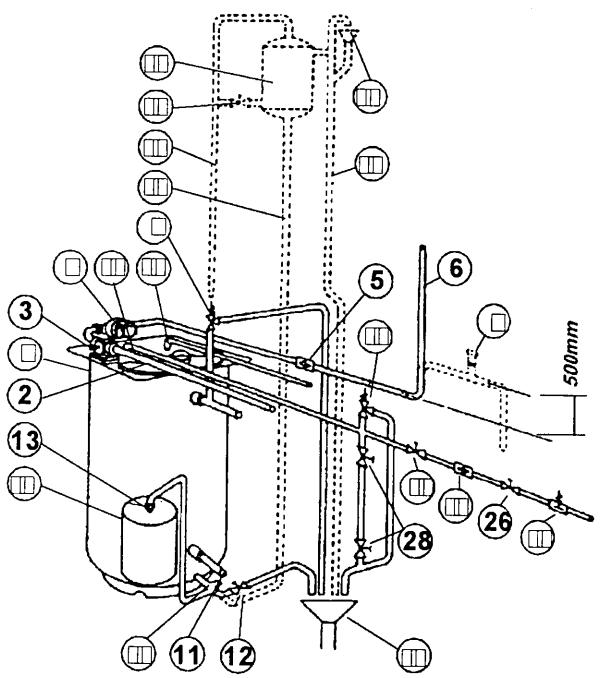

Fig 4
AVEC GROUPE UT 2000 *(fig 4)*
- Dispositif de sécurité manque d'eau, situé au point bas de l'installation, près de la chaudière.*(Fig.4 rep.31)*
voir schémas *(fig 4 & 5)*, **page suivante**